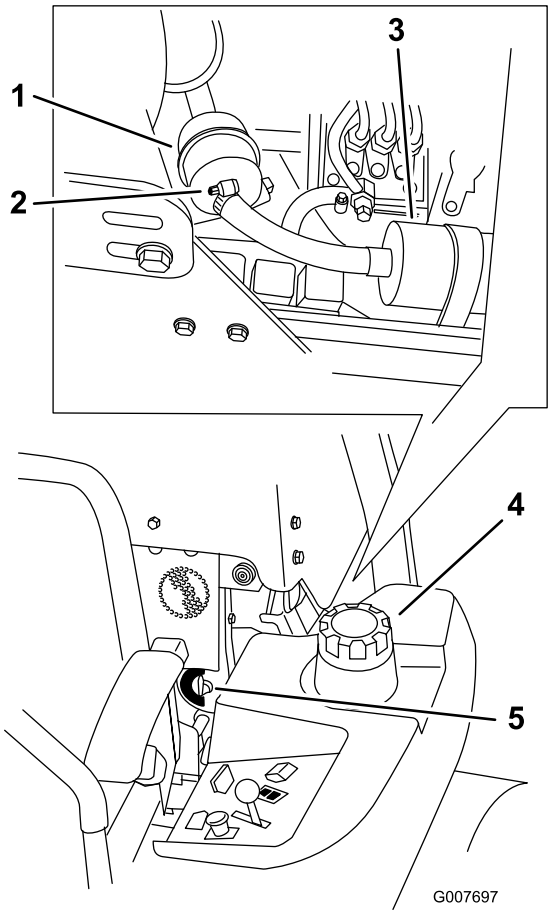

Figur 55
4. Stäng bränslekranen (Figur 55).
5. Lossa de två slangklämmorna och koppla loss bränsleslangarna från bränslefiltret (Figur 55).
6. Montera ett nytt filter. Koppla bränsleslangarna till bränslefiltret och montera slangklämmorna (Figur 55).